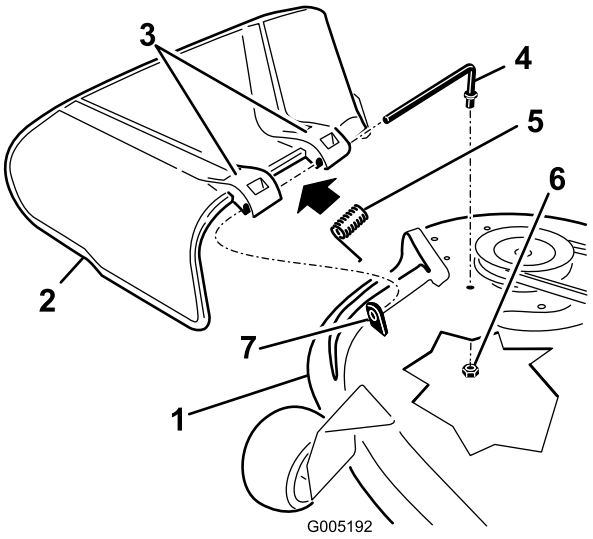

Figuur 71
1. Ga naar de onderdelen die worden getoond in Figuur 71.
2. Verwijder de moer (3/8 inch) van de stang onder het maaidek (Figuur 71).
3. Schuif de stang uit de korte afstandhouder, veer en grasgeleider (Figuur 71). Verwijder een beschadigde of versleten grasgeleider.
4. Monteer de grasgeleider (Figuur 71).
6. Plaats de veer op de stang, met de einddraden omlaag, tussen de beugels van de grasgeleider. Schuif de stang door de tweede beugel van de grasgeleider (Figuur 71).
7. Steek de stang aan de voorkant van de grasgeleider in de korte afstandhouder op het maaidek. Bevestig het achterste uiteinde van de stang in het maaidek met een moer (3/8 inch) (Figuur 71).